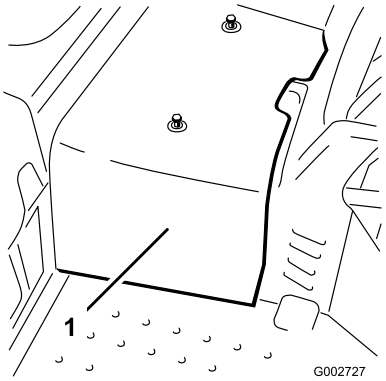

Figur 41
2. Lossa de två skruvarna som fäster mittskyddet vid maskinen och ta bort skyddet (Figur 41).